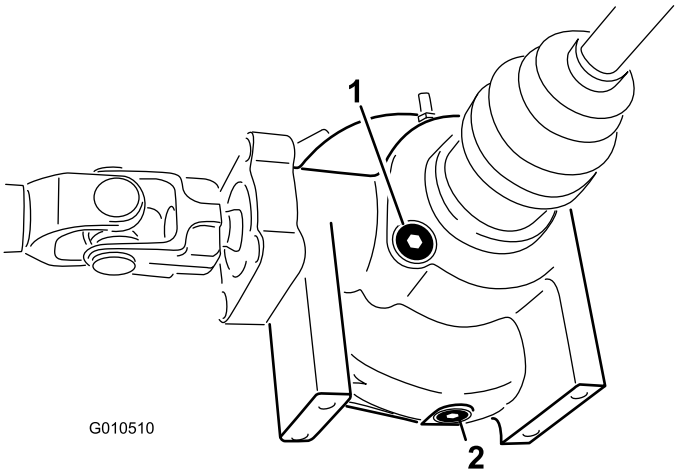

Figuur 18
2. Reinig de omgeving van de vul-/controleplug op de zijkant van het differentieel (Figuur 18).